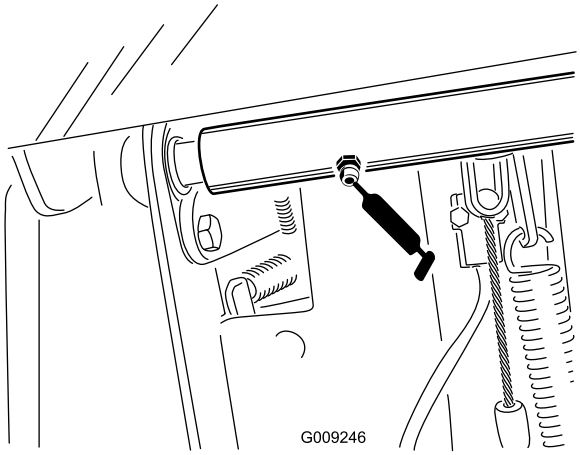

Рисунок 35
- Подшипники вала оси поворота педали тормоза (2 шт.) (Рисунок 35)